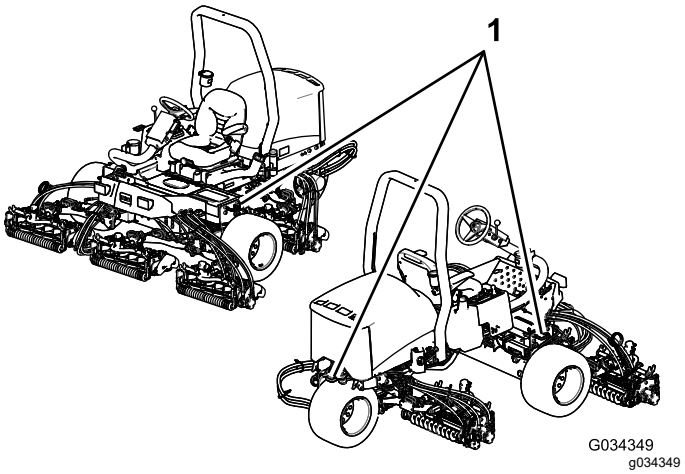

Figuur 43
- Zet de machine goed vast met spanbanden, kettingen, kabels of touwen. Zowel de voorste als de achterste spanband moet naar beneden en naar de buitenkant van de machine lopen; zie Figuur 43.om